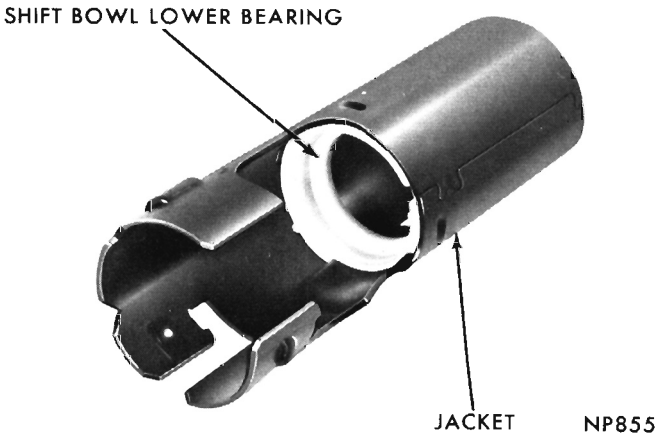

Fig. 8—Shift Bowl Lower Bearing
(10) Remove shift bowl lower bearing from upper end of column jacket (Fig. 8).
(1) Install shift bowl lower bearing in upper end of column jacket (Fig. 8).